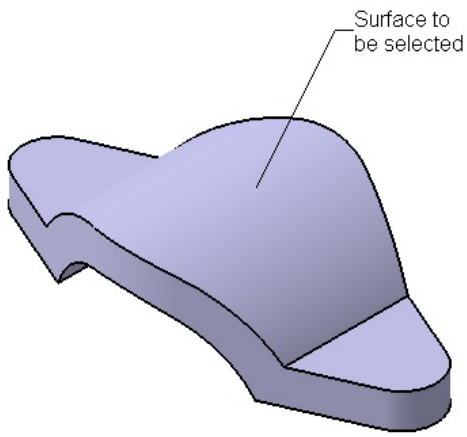

Figure 5-62 *Surface to be selected*
7. Select the **Up to surface** option from the **Type** drop-down list and then select the surface shown in Figure 5-62.